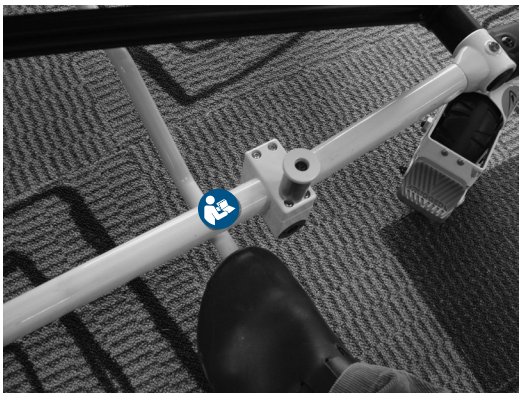

Figure 38
1. L'opérateur 1 déploie la béquille avec son pied comme indiqué en Figure 38.